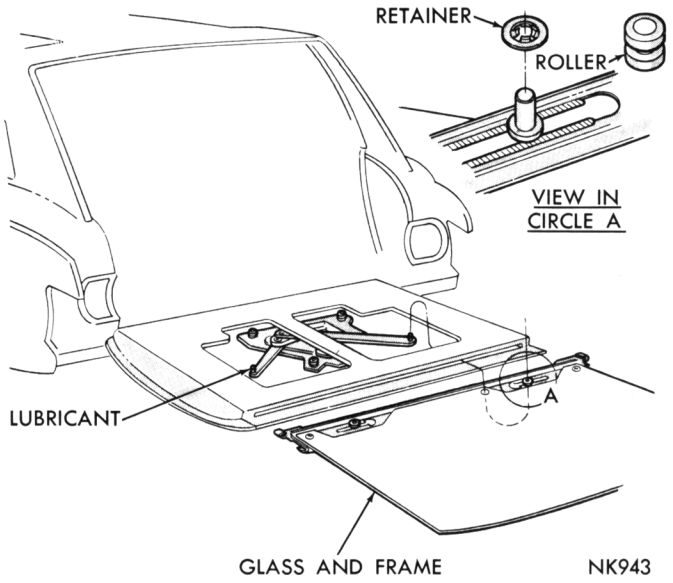
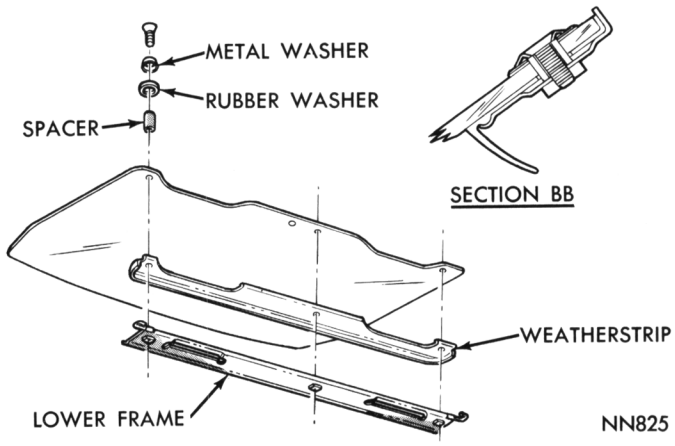

Fig. 55—Tail Gate Glass Replacement
Fig. 56—Tail Gate Glass Attachment
(1) With tail gate open, remove trim panel.
(2) Remove retainers (Fig. 55) from ends of regulator arm studs.
(3) Remove regulator arm studs from rollers in glass lower frame.
(4) Remove tail gate glass assembly from tail gate.
(5) Remove rollers from glass lower frame.
(6) Remove washers, spacers and screws attaching glass lower frame and weatherstrip to glass (Fig. 56) and remove frame and weatherstrip.